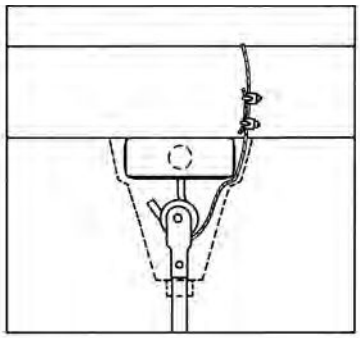

Figure 3
9. This fan is equipped with the required "secondary support" cable. This cable must-be affixed to the beam structures and securely clamped in such a maner to support the weight of the fan in the event the mounting hook or other parts fail. After wrapping cable around a structural member that will support 300 lbs., secure cable with supplied cable clamps as illustrated in Figure 3. (Note: Any additional materials needed for specific installations may be purchased from your local distributor.)
IMPORTANT CAUTION: The safety cable must not be placed between the rubber roller and hook but as illustrated in Figure 3.
10. When hanging fan on factory supplied "J" hook, make sure cable at top of rod is positioned behind "J" hook as illustrated in Figure 3.